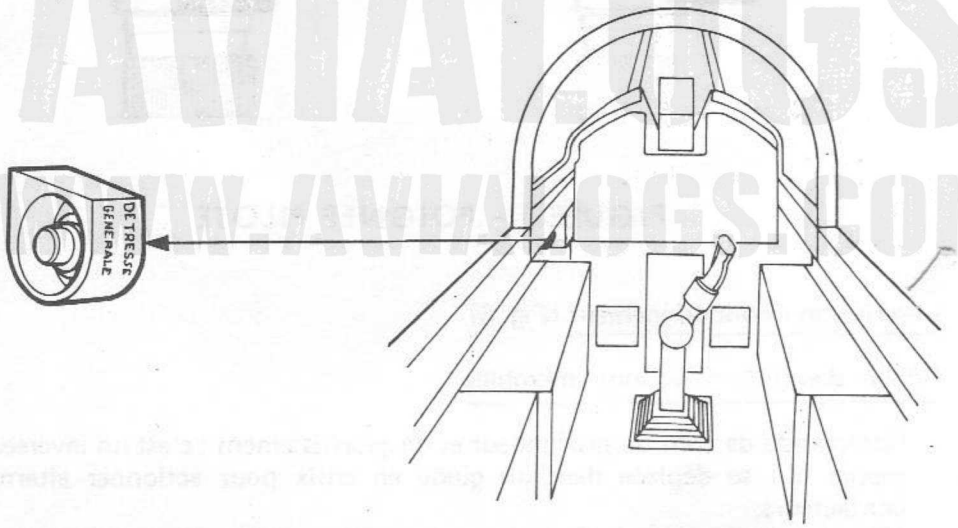

FIGURE 7 - BOUTON DE LARGAGE DETRESSE
12.5.1 - Commandes et contrôles (Fig. 7)